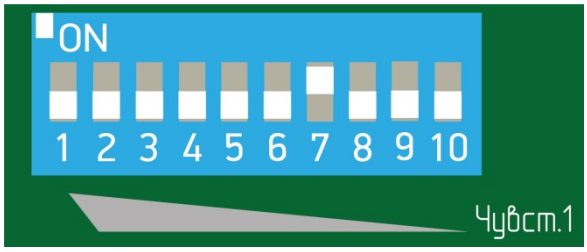

Рисунок 7.15
– при отсутствии тревожного извещения, увеличить чувствительность извещателя, установив флажок 7 переключателя регулировки чувствительности в положение «ON» (правое положение), все остальные флажки - в левое положение (рисунок 7.15) и повторить попытки несанкционированного проникновения через заграждение по выше указанной методике;